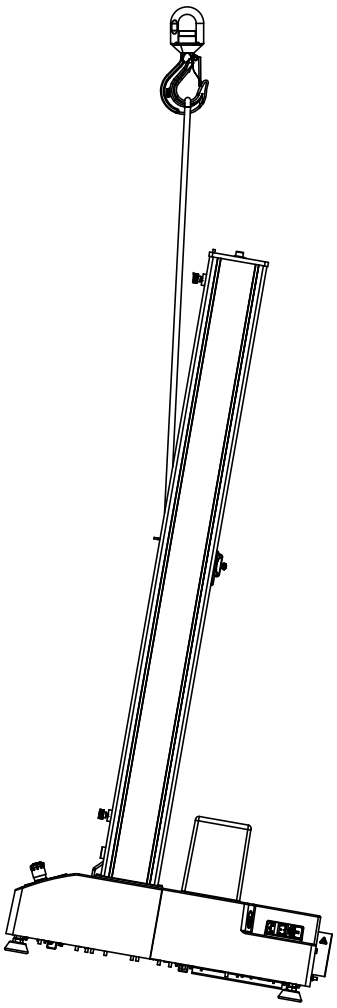

图 12. 使用起重机提升机架
1. 将吊带连接至横梁并固定至起重机吊钩，以使吊带从横梁的正面垂直延伸，如第 58 页图 12 中所示。如果您使用链条替代提升吊带，请用保护材料将横梁包起来，以保护横梁不会被刮擦和损坏。